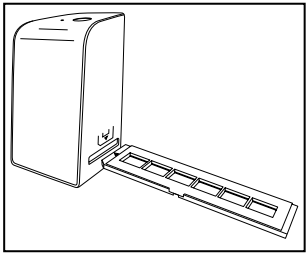

Figura 1
- Sbloccare la chiusura che si trova sul lato frontale del supporto dei negativi ❺ e aprire il supporto.
- Inserire il supporto dei negativi ❺ nello slot a destra ❹ con il triangolo rivolto in avanti e visibile (vedere figura 1).
- Spingere il supporto dei negativi ❺ nello slot a destra ❹, finché non scatta in modo percettibile nella prima posizione. Per altri negativi continuare a spingere il supporto ❺ nello slot a destra finché non scatta in modo percettibile nella posizione successiva.